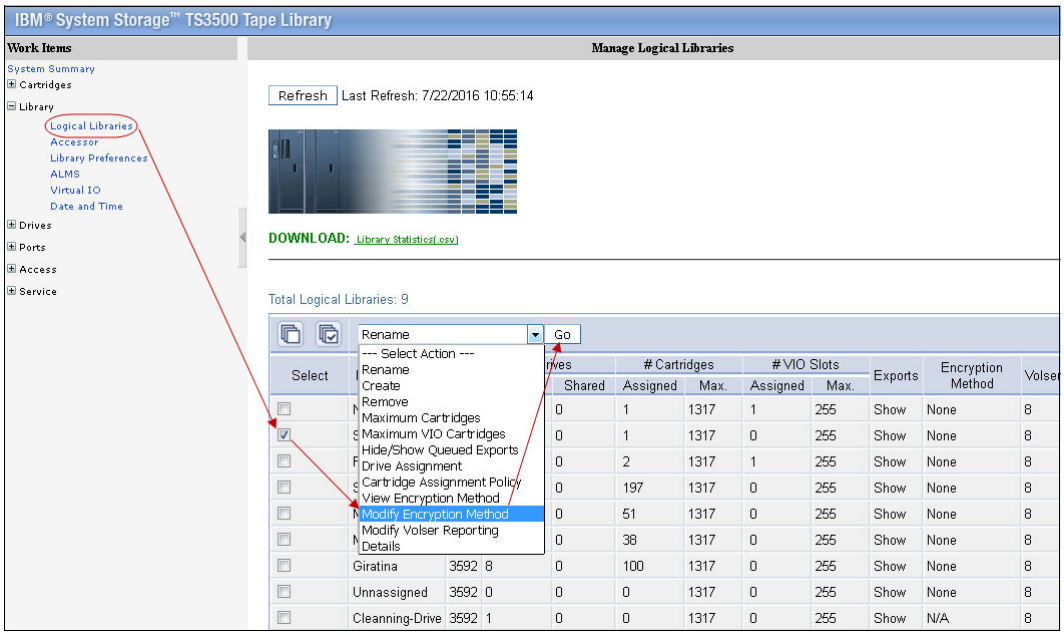

Figure 11-11 Select the encryption method
4. In the TS3500 MI, click **Library** → **Logical Libraries**, select the logical library with which you are working, select **Modify Encryption Method,** and then click **Go** (see Figure 11-11).